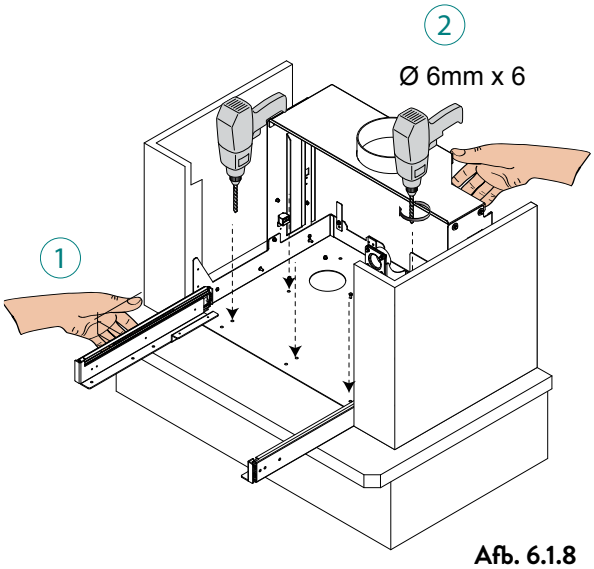

Afb. 6.1.8
8) Plaats de draagconstructie van de inzethaard op de montageplaats (1), markeer en boor 4 gaten Ø6 voor de bevestiging (2) - gebruik de basis van de constructie als sjabloon - en boor vervolgens met een boor van 6 mm (Afb. 6.1.8)